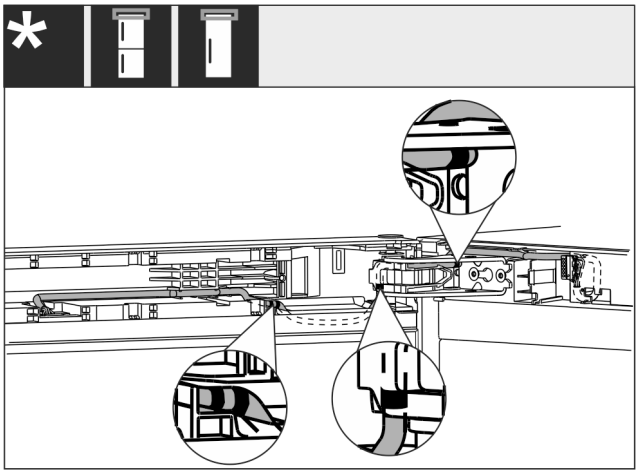

*Fig. 38*
- ▷ De kabel moet worden gelegd zoals in de afbeelding *Fig. 38 ()*weergegeven.